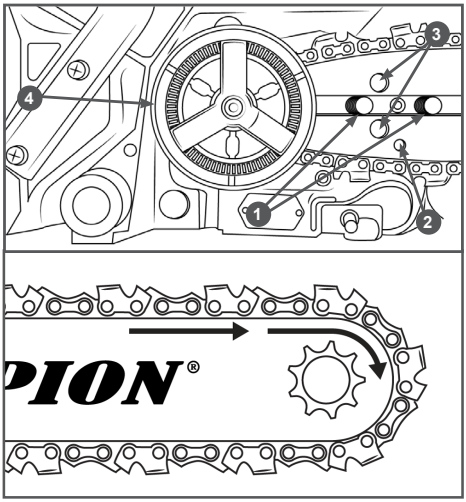

Рис. 3 Установка пильной цепи
4. Установите пильную цепь как показано на Рис. 3. При установке цепи следите за тем, чтобы режущая кромка зуба была расположена вперед по ходу движения цепи, т.е. по часовой стрелке. Поместите цепь на зубцы цепного колеса, расположенного позади муфты сцепления 4 (Рис. 3). Удостоверьтесь в правильном положении цепи на цепном колесе (Рис. 3).